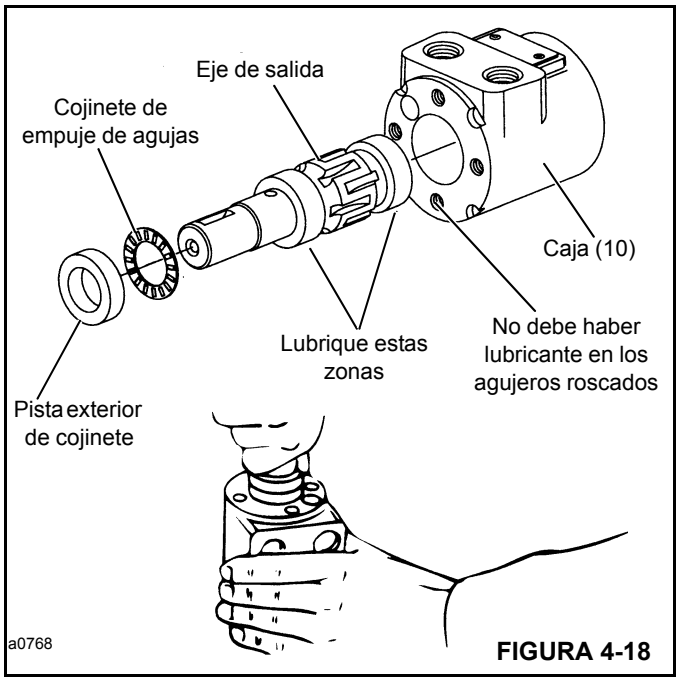
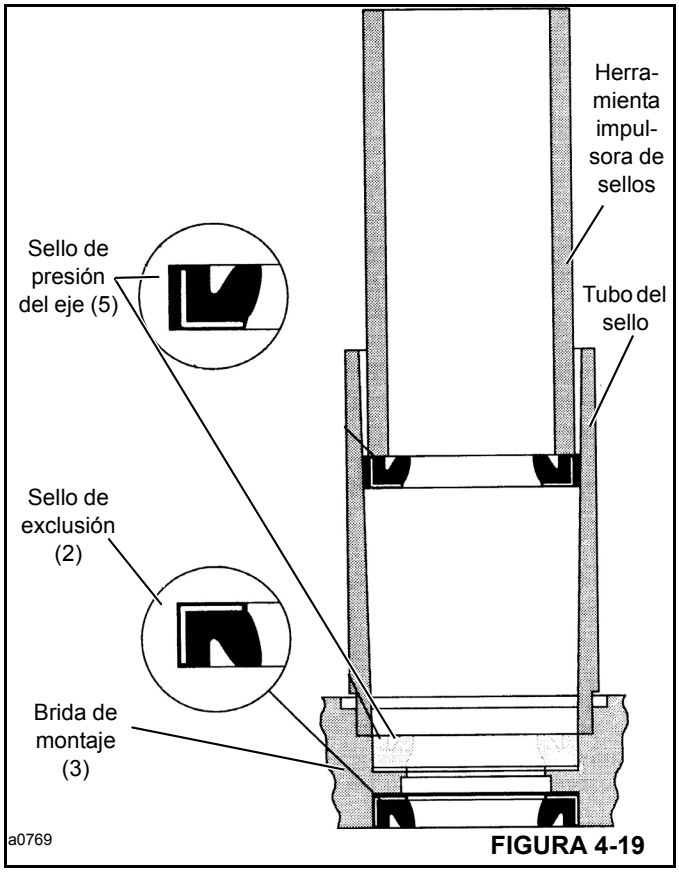

FIGURA 4-18
FIGURA 4-19
2. Lubrique el eje de salida (9, Figura 4-14) con aceite hidráulico (consulte la Figura 4-18) e instale el eje en la caja (10).
3. Instale el cojinete de agujas de empuje (8), luego la pista exterior de cojinete (7) en el eje (9). Tire del eje parcialmente afuera de la caja. Empuje las tres piezas en la caja (10) juntas (consulte la Figura 4-18). La pista exterior del cojinete debe girar libremente cuando está en posición.
4. Revise visualmente los asientos de sello en la brida de montaje (3) en busca de rasguños u otras marcas que podrían dañar los sellos (5). Revise la brida (3) en busca de rajaduras que podrían causar fugas.
5. Instale el sello de exclusión (2, Figura 4-14) en la brida (3) con los rebordes del sello orientados hacia afuera. Consulte la Figura 4-19. Presione cuidadosamente el sello de exclusión en su lugar.
6. Instale el sello de presión del eje (5) en la brida (3) con los rebordes del sello orientados hacia afuera utilizando un impulsor apropiado. Consulte la Figura 4-19. Presione cuidadosamente el sello de presión en su lugar.